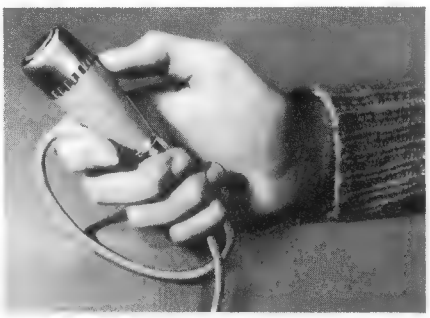
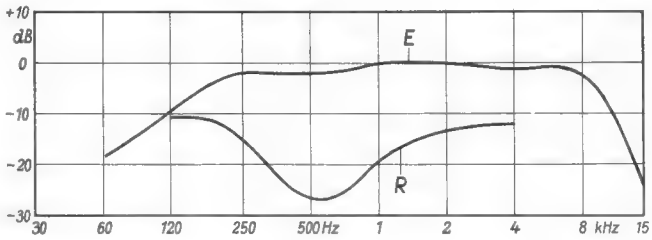

Bild 1. Das Tauchspulenmikrofon M 64 von Beyer für Sprachübertragungen hat eine unauffällige schlanke Form
Bild 2. Frequenzkurve des Tauchspulenmikrofons M 64; die untere Kurve R gilt für genau von rückwärts einfallenden Schall; E = Frequenzgang in Einsprechrichtung
Nun kam uns kürzlich ein dynamisches Tauchspulenmikrofon Typ M 64 für Sprachübertragungen in die Hände. Es ist nach *Bild 1* äußerst zierlich und schlank gebaut und liegt gut in der Hand. Der Gesprächspartner wird nicht durch eine ihm entgegen gehaltene große Kugel beeindruckt und abgelenkt. Die Empfindlichkeit in der Besprechungsrichtung und die Richtwirkung der Nierencharakteristik sind sehr gut. Man kann das Mikrofon aus weiter Entfernung, 1,5 m und mehr, von vorn besprechen, ohne daß die Sprache durch Störschall oder Hall verfälscht wird. *Bild 2* zeigt den Frequenzgang in Besprechungsrichtung (E) und von der Rückseite her (R). Man erkennt, wie geradlinig das Gebiet der Sprachfrequenzen zwischen 200 Hz und 8 kHz verläuft und wie Rumpelfrequenzen unterdrückt werden. Andererseits werden von hinten einfallende Töne besonders stark in dem akustisch sehr störenden Gebiet um 500 Hz gedämpft.